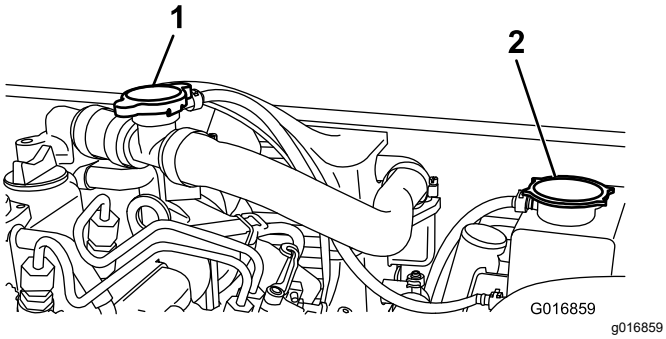

Figura 51
2. Retire el tapón del depósito de expansión del radiador (Figura 51).
2. Retire el tapón de llenado (Figura 51) y llene el radiador de refrigerante.
3. Vuelva a colocar el tapón de llenado y retire el tapón del depósito de expansión del radiador (Figura 51).